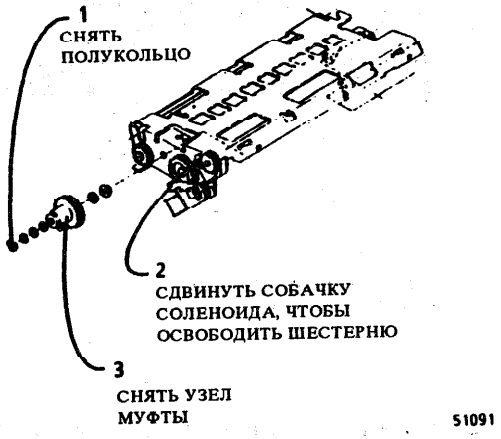

Рис. 1. Снятие узла муфты
3. (Рис. 1): снять узел муфты.